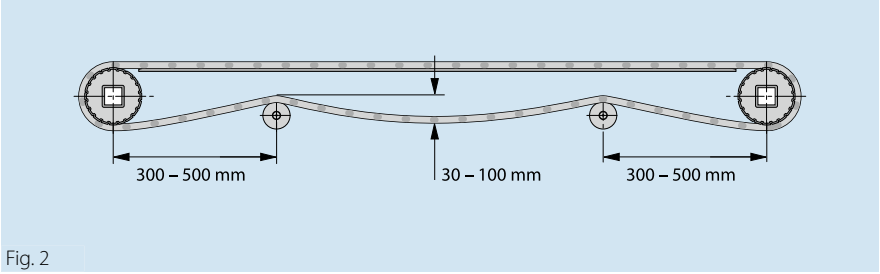

Fig. 2
b) transportadores de dimensiones medianas, hasta una distancia entre ejes de aprox. 4 000 mm (fig. 2)